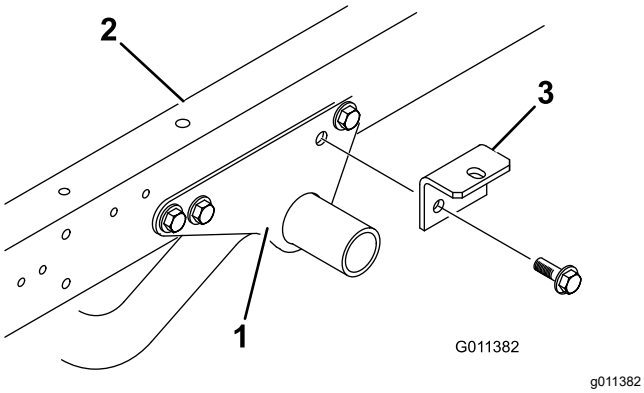

**Figur 5**
1. Ta bort de två flänshuvudskruvar och flänslåsmuttrar som fäster den bakre delen av varje motorramsfäste på sidan av Workman-fordonets ram (Figur 5).
2. Sätt fast ett redskapsfäste löst på varje motorramsfäste och Workman-fordonets ram med de två flänshuvudskruvar och flänslåsmuttrar som du tog bort i steg 1 (Figur 5).